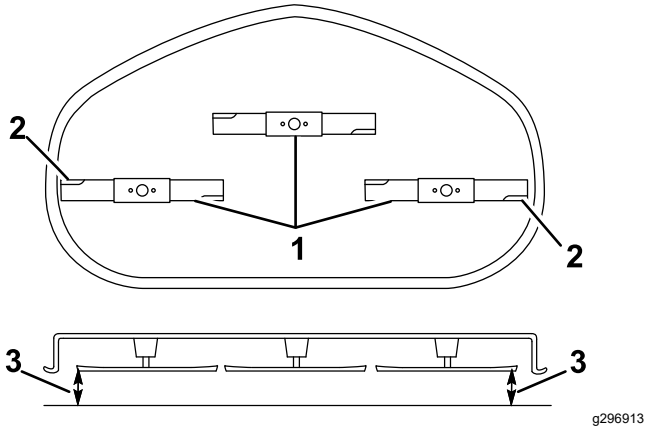

Figura 57
5. Mida entre los bordes de corte exteriores y la superficie plana (Figura 57).